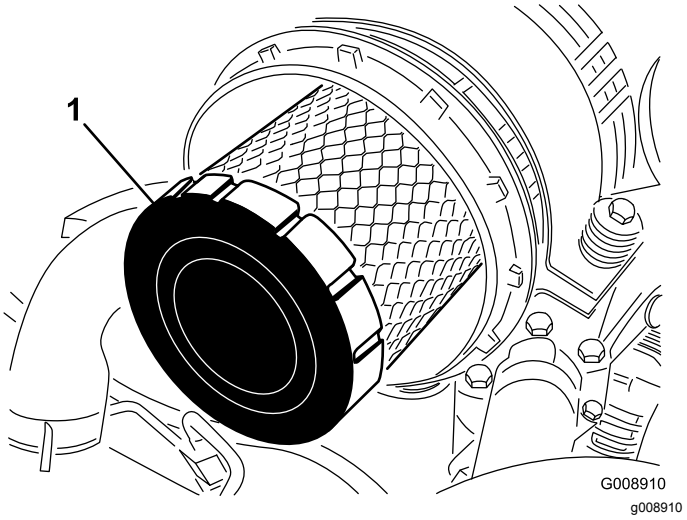

Rysunek 62
4. Wymień wkład filtra (Rysunek 62).